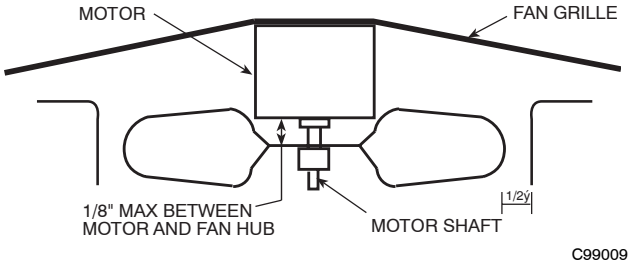

Fig. 12 - Fan Blade Clearance
c. Ensure fan hub is positioned correctly with respect to motor housing (See Fig. 12).